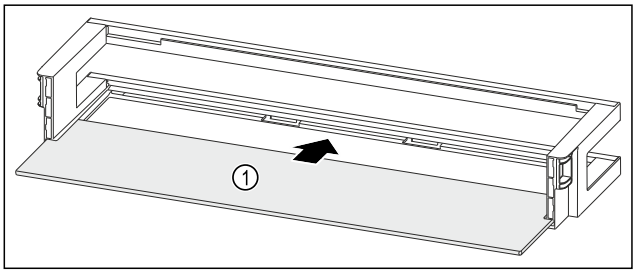

Fig. 204 Raft montat pe ușă cu raft
▶ Împingeți în interior raftul *Fig. 204 (1)* în degajările laterale.